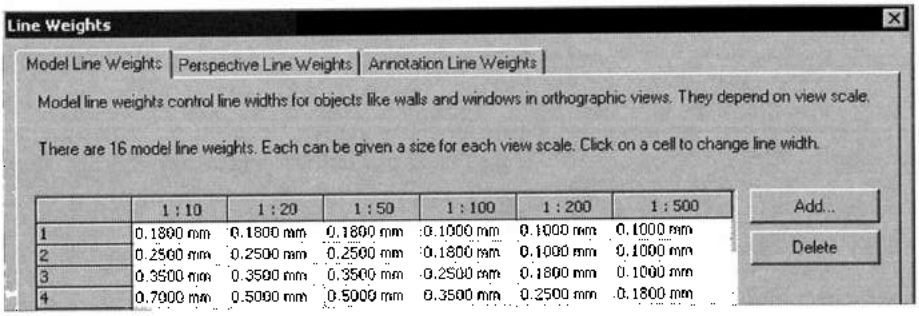

Рис. 3.14. *Настройка весов линий*
- **Model Line Weighs** (Веса модельных линий) (рис. 3.14) – задается толщина линий компонентов модели на ортогональных видах в зависимости от установленного масштаба. Добавить новый масштаб можно в боксе **Add Scale** (Добавить масштаб), открыв его кнопкой **Add**. Для удаления масштаба из таблицы щелкнуть по заголовку соответствующего столбца и нажать кнопку **Delete**(Удалить).